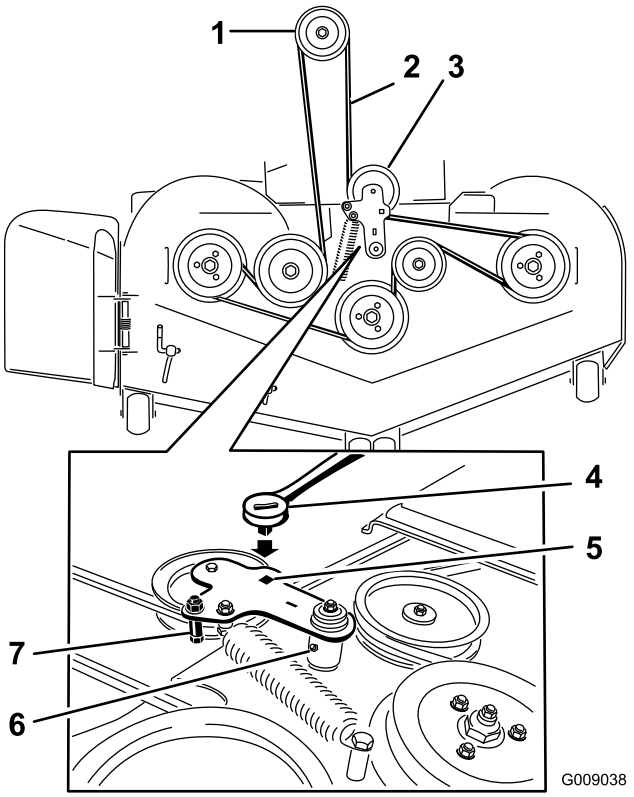

Figur 100
6. Løft vognbunden op, og stik en skralde i det firkantede hul i skjoldstyrearmen (Figur 100).
7. Drej skjoldstyrearmen med uret, og tag plæneklipperremmen af (Figur 100).